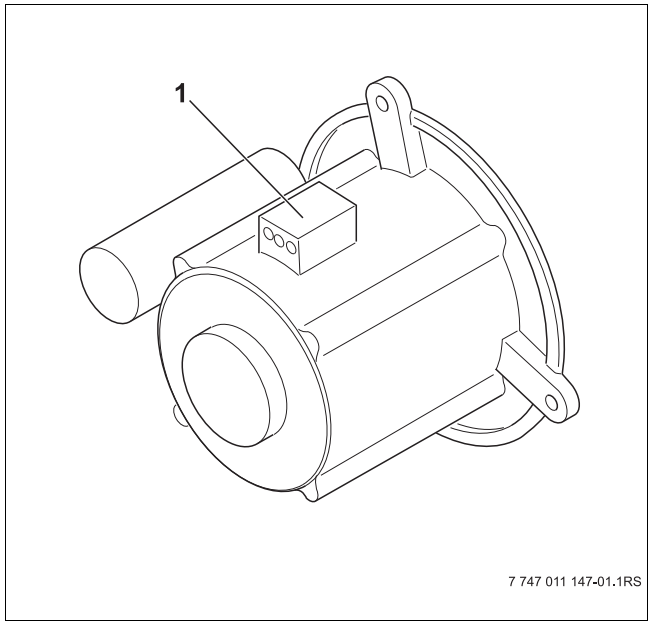

Rys. 1 Silnik palnika
- Wtyczkę przyłączeniową wyjąć z gniazdka silnika palnika (→ rys. 1, [1]).